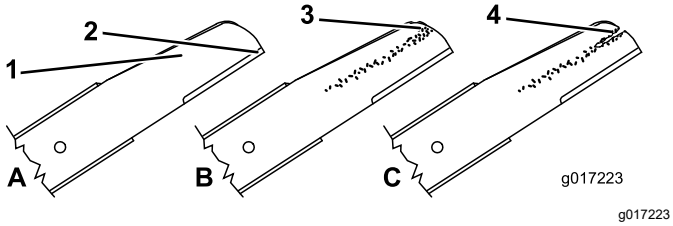

Figura 34
1. Inspeccione los filos de corte (Figura 34). Si los filos de corte no están afilados o tienen muescas, retire las cuchillas y haga que las afilen o cámbielas.
2. Inspeccione las cuchillas, especialmente la parte curva (Figura 34). Si observa cualquier daño o desgaste, o la formación de una ranura en esta zona, reemplace las cuchillas de inmediato por cuchillas nuevas.